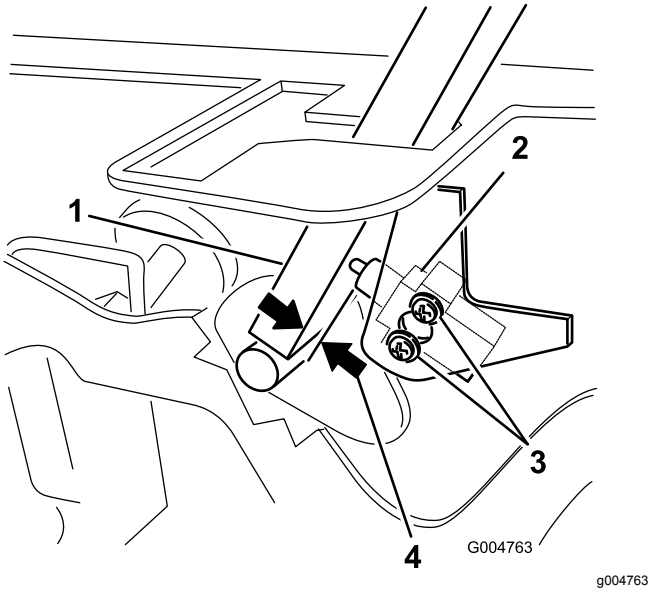

**Rysunek 48**
3. Poluzuj 2 śruby mocujące przełącznik blokady (Rysunek 48).
4. Trzymając dźwignię sterowania przy ramie, przesuwaj przełącznik w kierunku dźwigni, aż odległość pomiędzy dźwignią i obudową przełącznika wyniesie od 0,4 do 1 mm, jak pokazano na Rysunek 48.